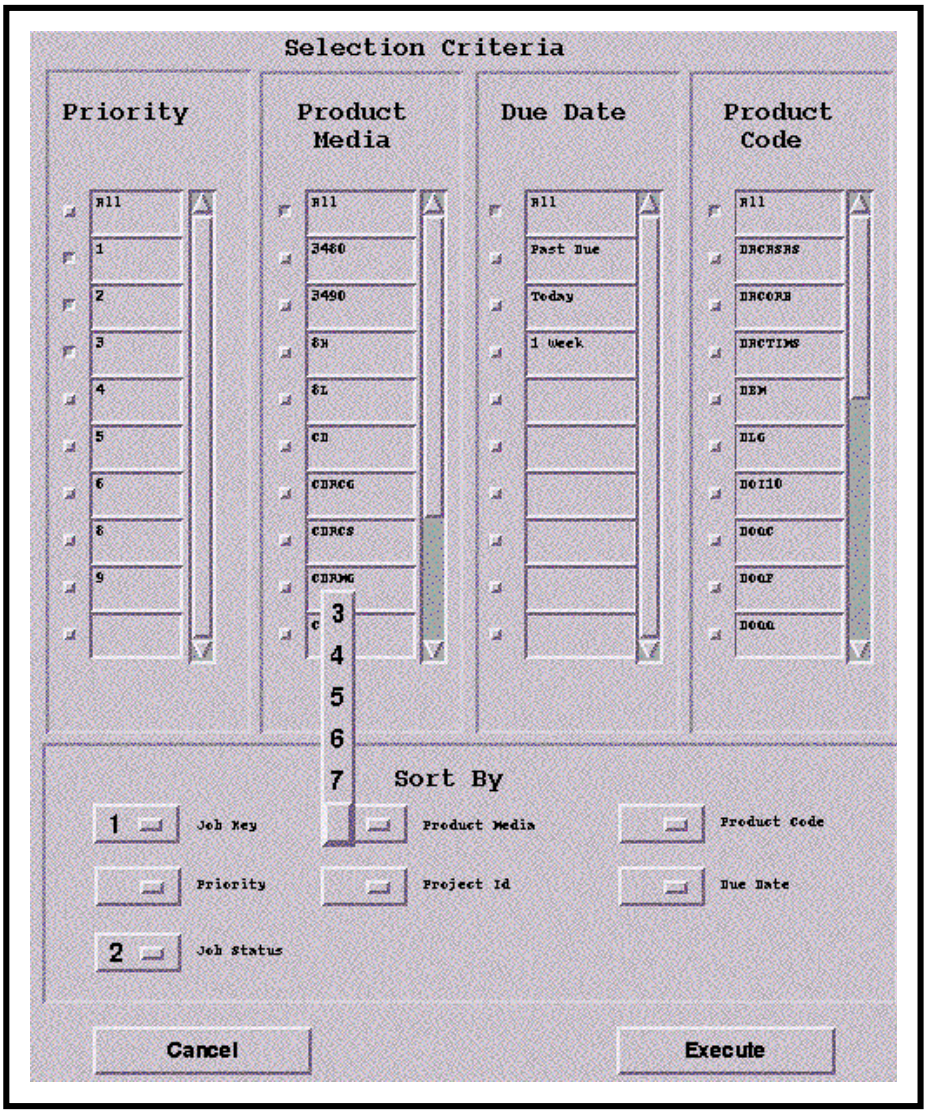

Figure 87. PDSOI Selection Criteria Screen
The procedure for **Specifying Job Selection Criteria** is performed as part of the procedure for **Monitoring/Controlling Product Processing Using PDS** (preceding section of this lesson). The jobs to be displayed on the **Main OI Screen** (Figure 77) can be selected and/or sorted using the **PDSOI Selection Criteria Screen** (Figure 87). The selection can be done on the basis of the following criteria, either individually or in combination:
- The **PDSOI Selection Criteria Screen** (Figure 87) is displayed.